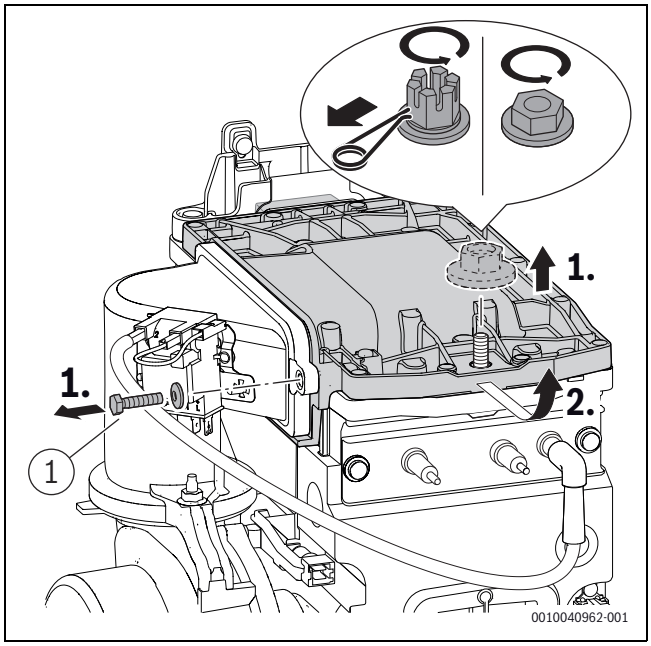

Fig. 61 Démonter le couvercle du brûleur
▶ Serrer la vis à gauche du capot de brûleur ([1], fig. 61) à 5,5+0,5 Nm.